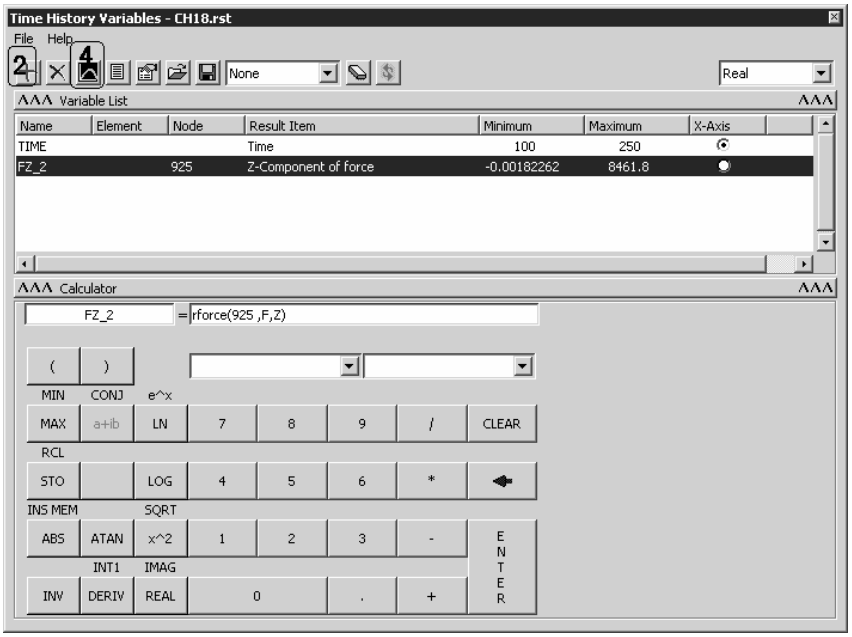

图 20.37 时间－历程变量对话框
1．选择菜单路径 Main Menu | TimeHist Postpro，进入时间－历程后处理器。弹出 Time History Variables (时间－历程变量)对话框，如图 20.37 所示。
3. 在添加时间－历程变量对话框中的 Result Item (结果项目)列表框中，依次单击路径：Reaction Forces | Structural Forces | Z-Component of Force，使其高亮度显示。Variable Name (变量名)将会变为：“FZ_2”，然后单击 OK 按钮关闭对话框。将会弹出节点选择对话框，在图形输出窗口中选择轴向坐标为 140 的端面上的某一节点，单击 OK 按钮。将会在时间－历程变量查看器中的变量列表框中显示定义的 2 号变量“FZ_2”，见图 20.37。